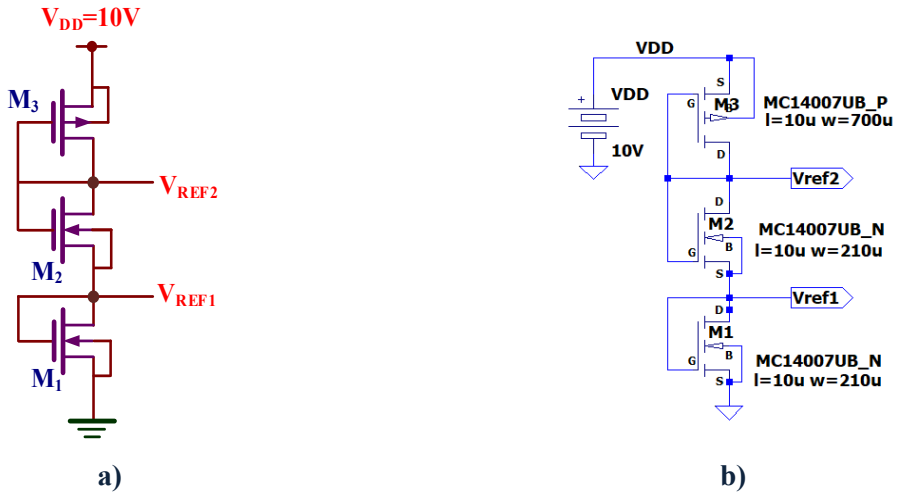

Figura IX.8. *Tensión de referencia CMOS:* ***a)*** *Esquema;* ***b)*** *Edición con LTspice.*
Los circuitos de tensión de referencia generan tensiones de valor específico generalmente utilizadas para proporcionar tensión de polarización a otros transistores. En la figura IX.8 se muestra un circuito que proporciona dos tensiones de referencia, V_{REF1} y V_{REF2}, a través de una combinación de transistores NMOS y PMOS con sus terminales drenador-fuente cortocircuitados.
L) Edita con LTspice el esquemático del circuito de la figura IX.8 y determina el valor de las tensiones de referencia de salida V_{REF1} y V_{REF2}.